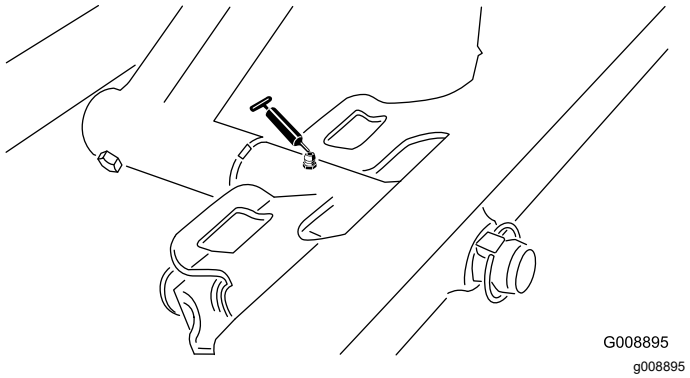

Figura 34
- Articulação da unidade de corte frontal (Figura 34)